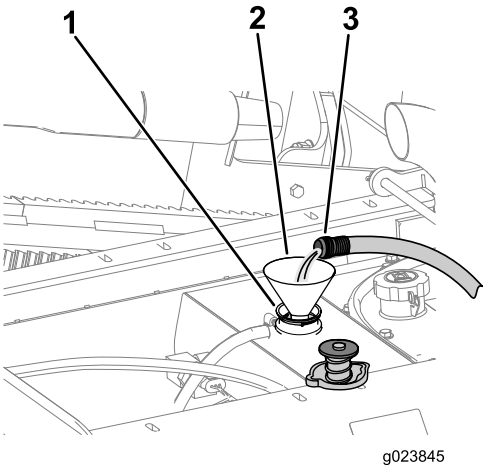

Rysunek 110
B. Napełnij chłodnicę czystą wodą (Rysunek 110).